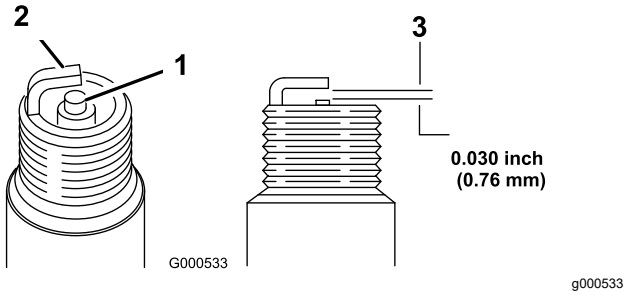

Figure 25
5. Réglez l'écartement des électrodes à 0,76 mm (0,030 po), comme montré à la Figure 25.